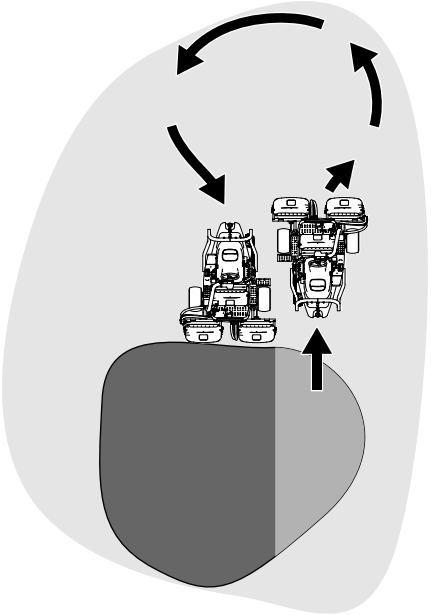

Figuur 22
6. U kunt de werktijd bekorten en de machine eenvoudig voor de volgende maaibaan opstellen door de machine een ogenblik in de tegenovergestelde richting te draaien en daarna in de richting van het ongemaaide deel; maak een druppelvormige bocht (Figuur 22) om snel in positie te komen voor uw volgende werkgang.